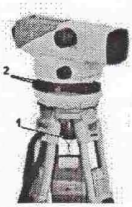

Рис. 2
- Закрепите нивелир на штативе, используя становой винт [1] (рис. 2).